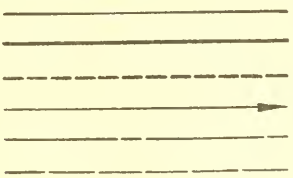

Fig. 11.
12. **Note the conventional lines shown in Fig. 11.**